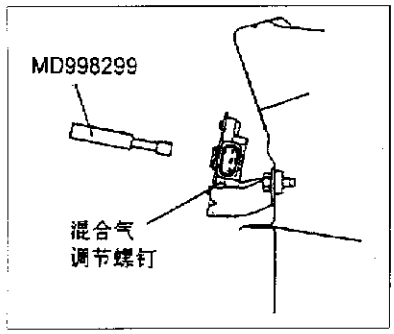

图 3－1－6
(10)如果超出标准值，可转动怠速混合气调节螺钉(可变电阻器)来调整怠速混合气至规定值，如图 3－1－6 所示。